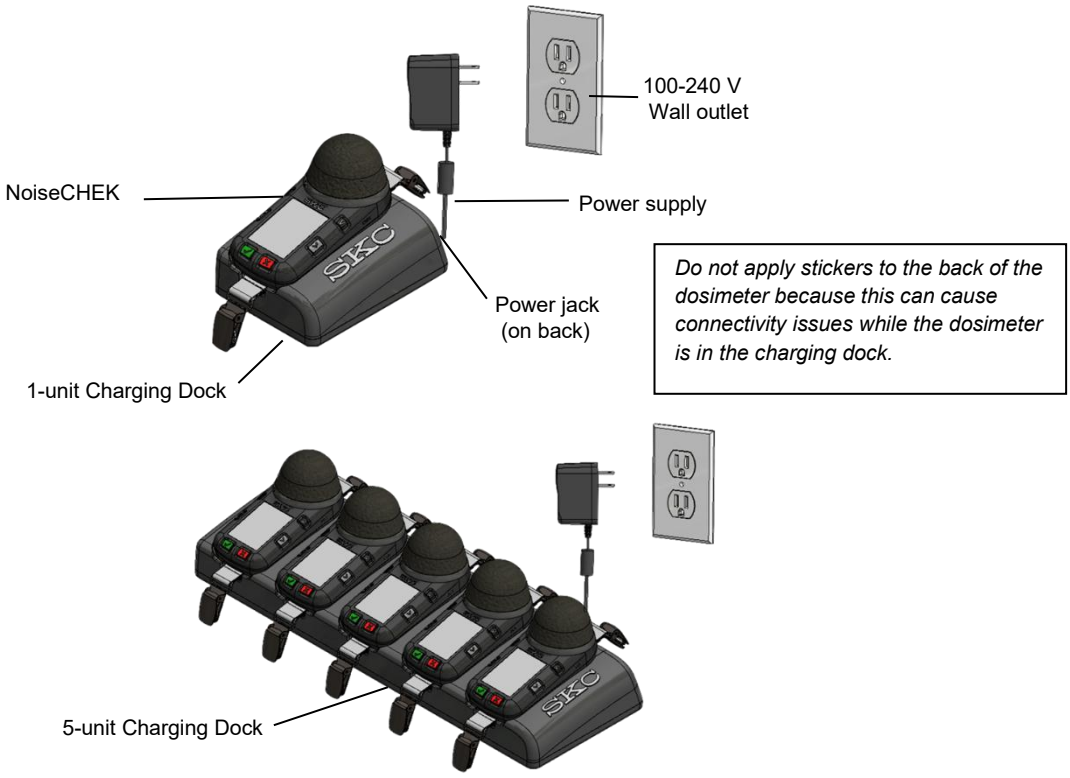

Figure 2a. Charging Train
Set up the charging train (*Figure 2a or 2b as applicable*) and completely charge the battery before operating the dosimeter. *See Determining Battery Charge Status.* ***Note****: All 3-pack and 5-pack kits, including those with calibrator, feature a carry case with charging cable installed to charge dosimeters inside the case. See Charging Train in Carry Case with Charging Cable Installed and Figure 2b.*
1. Prepare the charging dock (1-unit Charging Dock Cat. No. 701-002 or 5-unit Charging Dock Cat. No. 701-003). *See Figure 2a.*